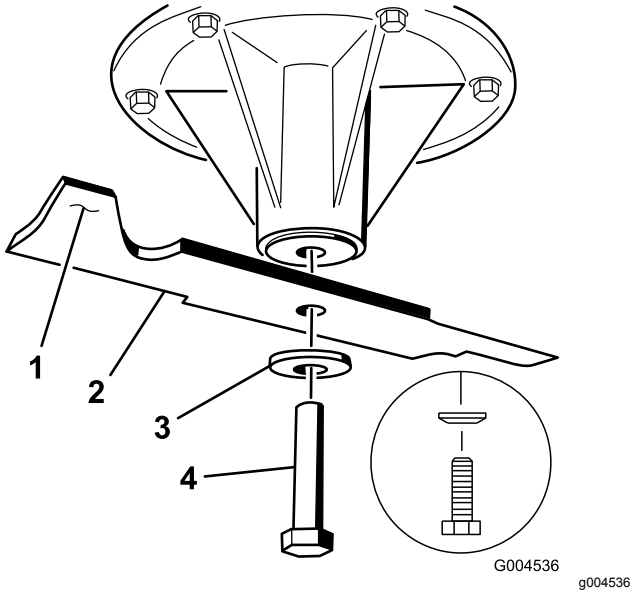

Figura 102
2. Retire el perno de la cuchilla, la arandela curva y la cuchilla del eje (Figura 102).